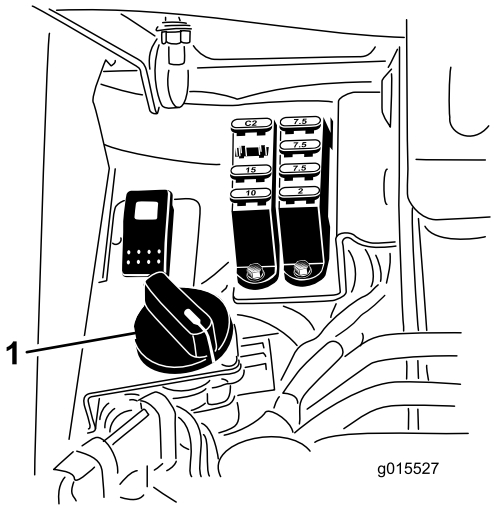

Figur 38
4. For å stille inn spolehastigheten, vri knotten (Figur 38) til indikatorpilene er i linje med antallet som angir ønsket innstilling.